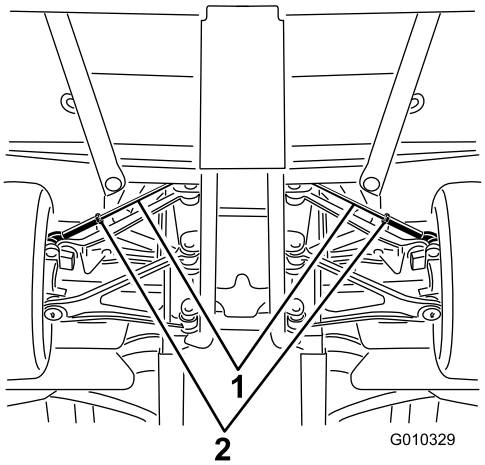

Figuur 55
A. Draai de contramoer in het midden van de trekstang los (Figuur 55).